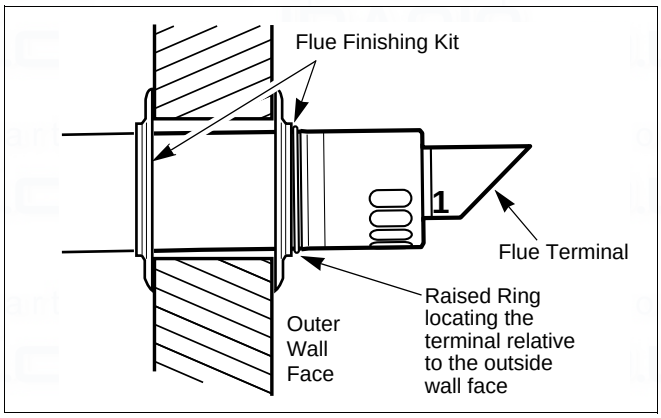

fig. 23 Flue terminal position
- Mark off the lengths shown onto the ducts and cut the length. The cuts must be square and free from burrs. Terminal assembly outer (air) duct - L-70 mm, inner (flue) duct - L-50 mm. The measurement is made from the ridge at the terminal indicating the outer face of the wall. Refer to figure 23.
- Assemble flue system completely. Push the ducts fully together. The slope of the terminal outlet must be face downwards (see fig. 23, item 1).